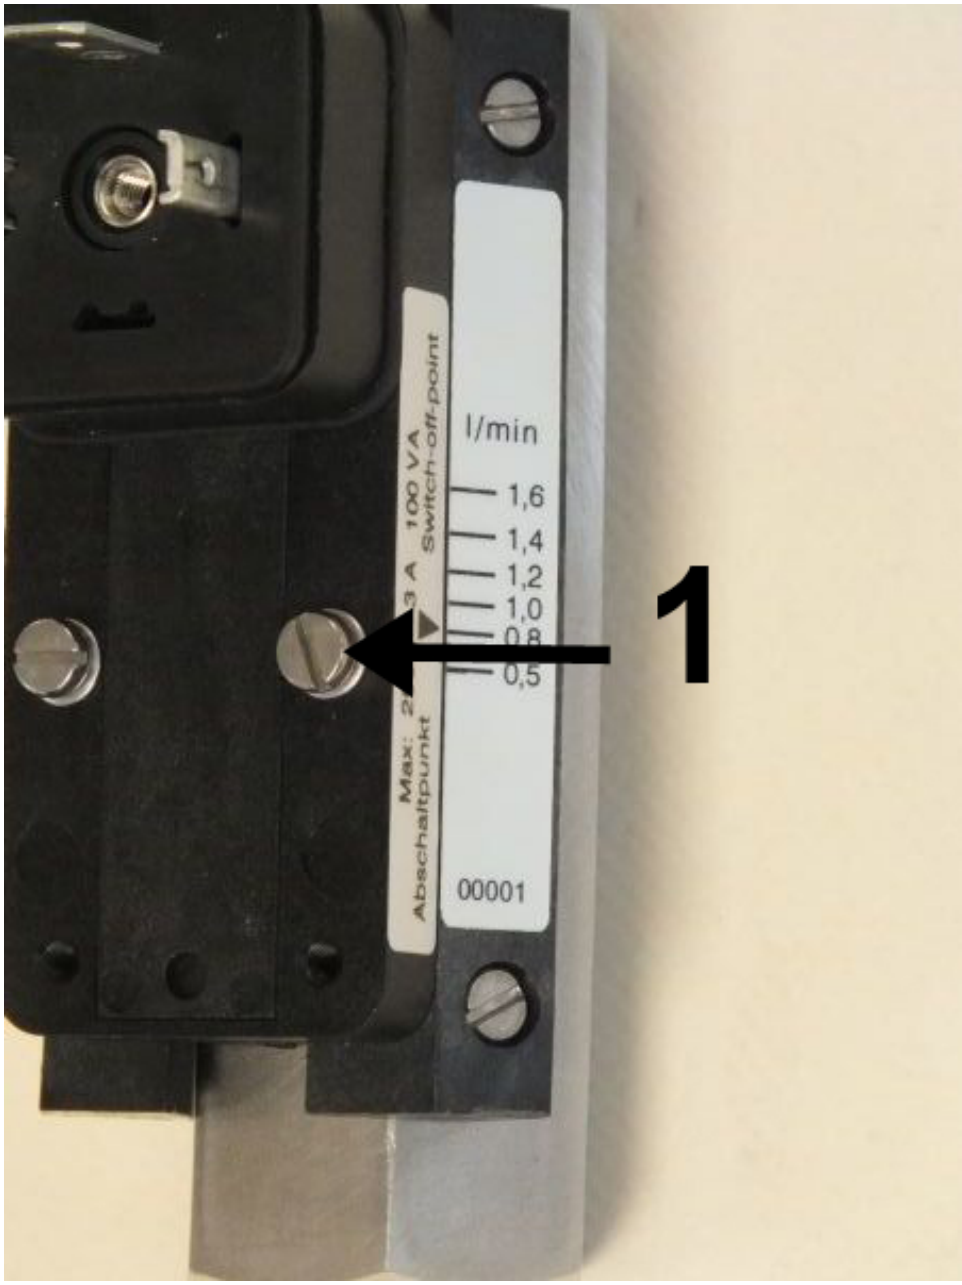

Fig. 37: Loosen set screws
1. Loosen the switch contact set screws (*Fig. 37*/1) using a flat-bladed screwdriver.
3. Re-tighten the switch contact set screws (*Fig. 37*/1) using a flat-bladed screwdriver. Observe the correct tightening torque.